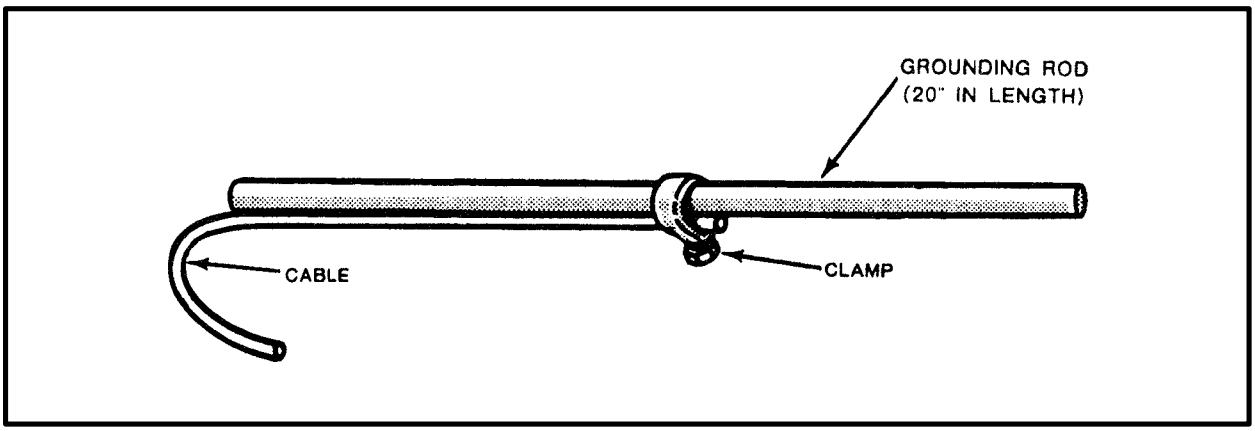

*Figure D-1. Cable Clamped to Rod*
•Using the conductor splice, clamp one end of the cable to the 20-inch section of rod approximately 11 inches from the end of the rod (Figure D-1).